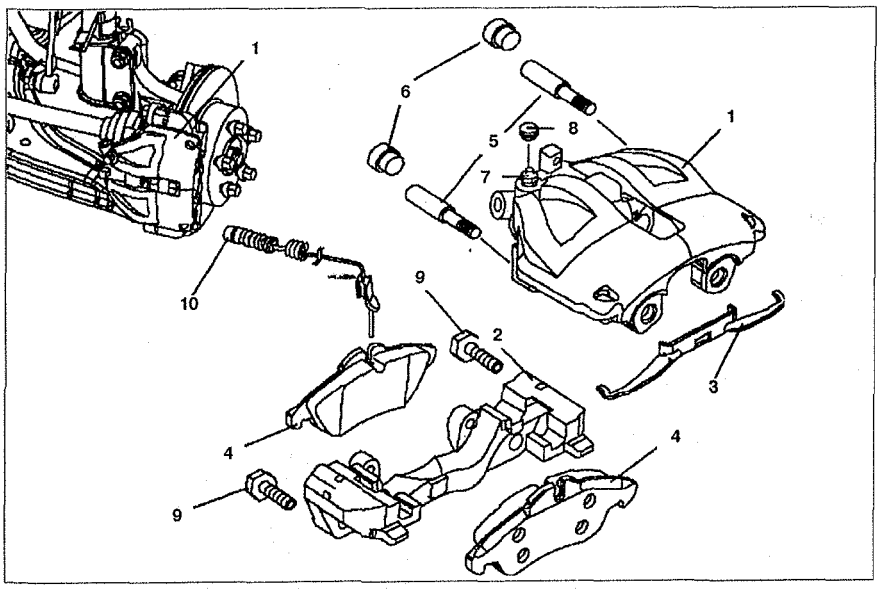

Рис. 9.6. Тормозные колодки переднего тормозного механизма:
4. Отсоедините разъем проводки индикатора износа **10** (см.рис.9.6).